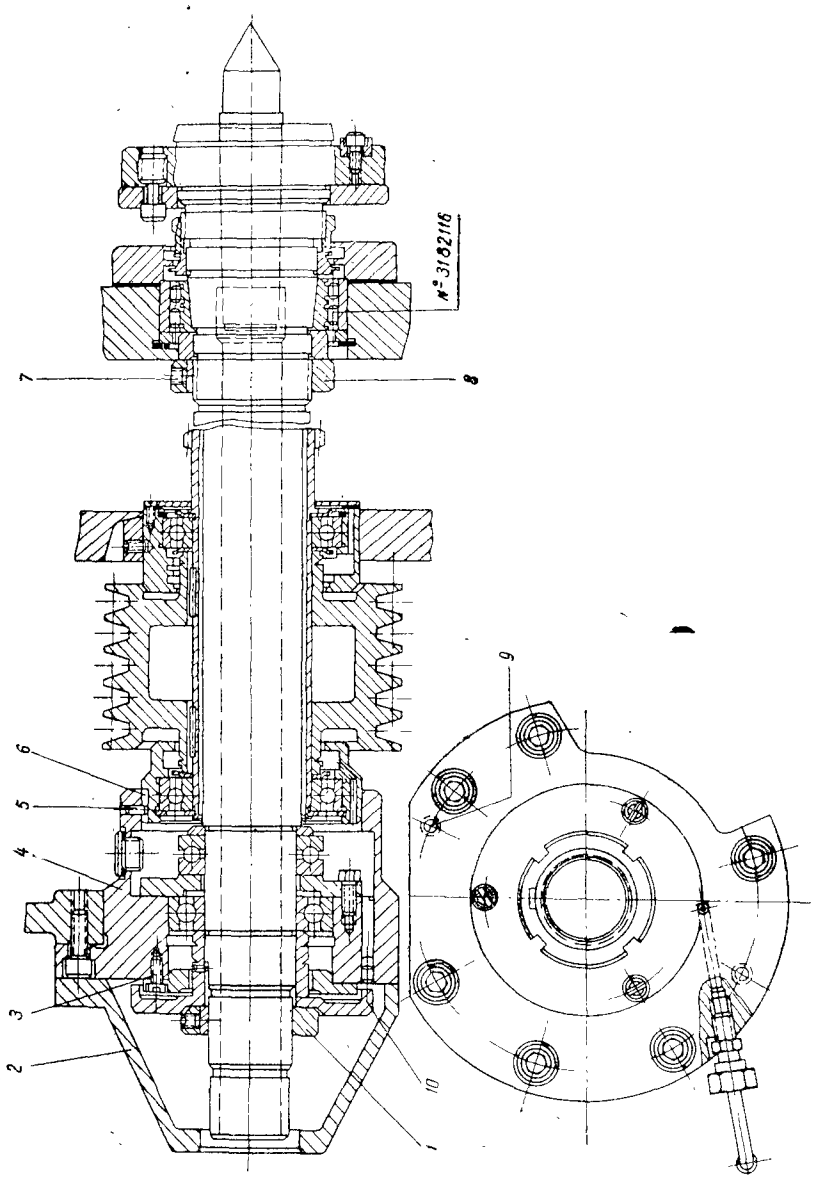

Рис. 15.
1. Радиальный зазор в переднем подшипнике шпинделя регулируется подтягиванием внутреннего кольца роликового двухрядного цилиндрического подшипника № 3182116 на конусной шейке шпинделя гайкой *8*. При этом необходимо ослабить стопор *7* (рис. 15).
2. Регулирование осевого зазора шпинделя производится гайкой *1*. Для этого необходимо, предварительно сняв защитный колпак *2* (см. рис. 15), пинолью задней бабки нажать на передний центр и довести гайку *1* до касания с втулкой. Затягивать гайку *1* не рекомендуется.
5. Замену ремней на шпинделе производят следующим образом: снимают защитный колпак *2* (см. рис. 15), гайку *1* и фланец *10*, вывертывают винты *3* и отсоединяют маслоподводящие трубки. В имеющиеся два диаметрально-противоположные резьбовые отверстия *9* ввертывают винты *М12* и при помощи их выпрессовывают буксу *4* из отверстия передней бабки.